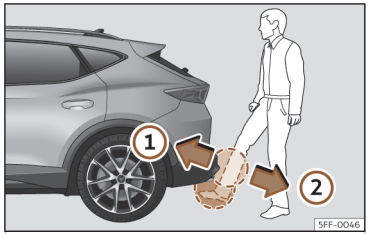

Fig. 78 Portón del maletero con apertura controlada por sensor (Easy Open).
- Con un movimiento rápido, acerque un pie y la parte inferior de la pierna lo más posible al paragolpes. La parte inferior de la pierna tiene que acercarse a la zona del sensor superior, y el pie, a la zona del sensor inferior ››› fig. 78 ①.
- Retire rápidamente el pie y la parte inferior de la pierna de las zonas de los sensores ››› fig. 78 ②. El portón trasero se abre automáticamente.